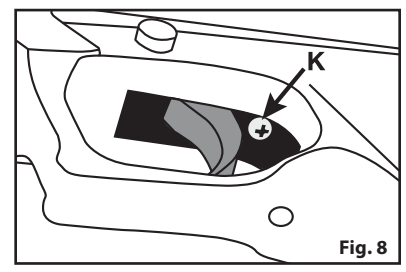

Fig. 8
2. Accédez à la vis de réglage à l'arrière de la détente par l'intermédiaire du trou situé dans le pontet (voir Fig. 8) **REMARQUE:** La taille et la position du trou dans le pontet peuvent varier en fonction du modèle d'arme à air comprimé.